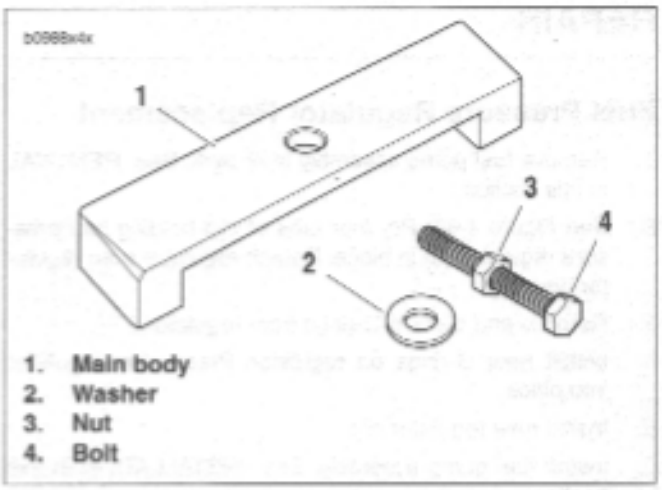
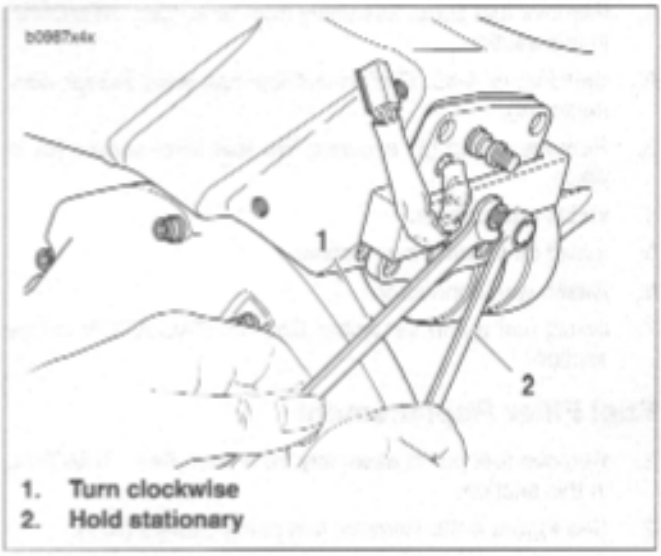

Figure 4-86. Fuel Pump Puller
Figure 4-87. Fuel Pump Removal
5. Remove four fuel pump fasteners (1).
6. See Figure 4-86. Assemble fuel pump puller.
a. Thread nut (3) onto bolt (4).
b. Slide washer (2) onto bolt.
c. Insert bolt assembly into hole in main body (1).
7. See Figure 4-87. Place the main body of the fuel pump puller over the fuel pump assembly.